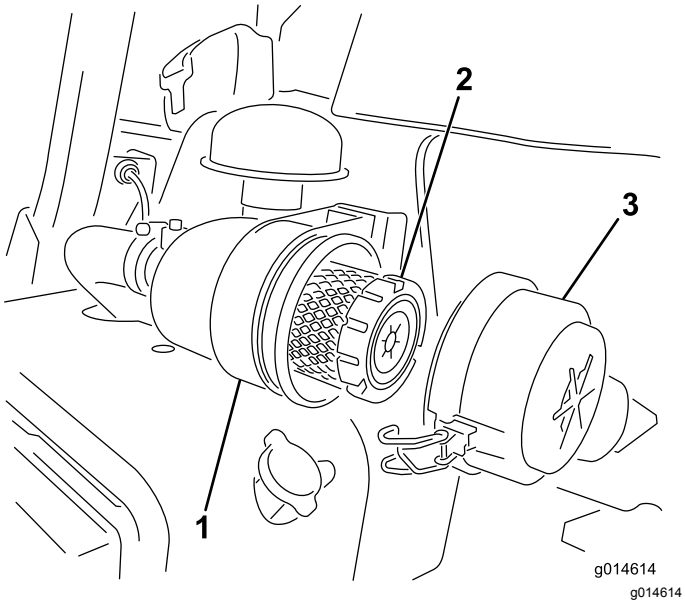

Figur 38
1. Utløs låsene som fester luftrenserdekslet til luftrenserhuset (Figur 38).
7. Fest låsene (Figur 38).